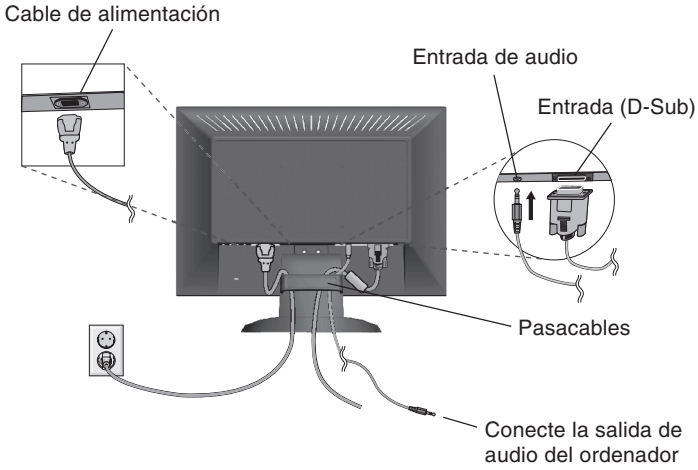
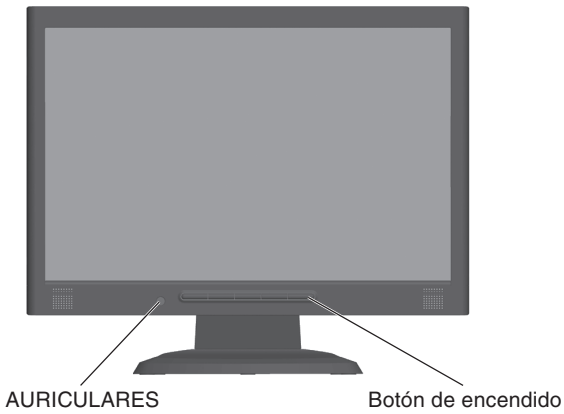

Figura B.1
Figura C.1
3. Conecte el mini D-SUB de 15 clavijas del cable de señal de vídeo y el cable de audio al conector adecuado en la parte posterior del monitor (**figura B.1**). Conecte los auriculares (no incluidos) al conector apropiado de la parte delantera del monitor (**figura C.1**).
4. Conecte un extremo del cable de alimentación al monitor y el otro a la toma de corriente. Introduzca el cable de señal de vídeo y el de alimentación en el pasacables (**figura B.1**).
5. Encienda el monitor y el ordenador con el botón de encendido (**figura C.1**).